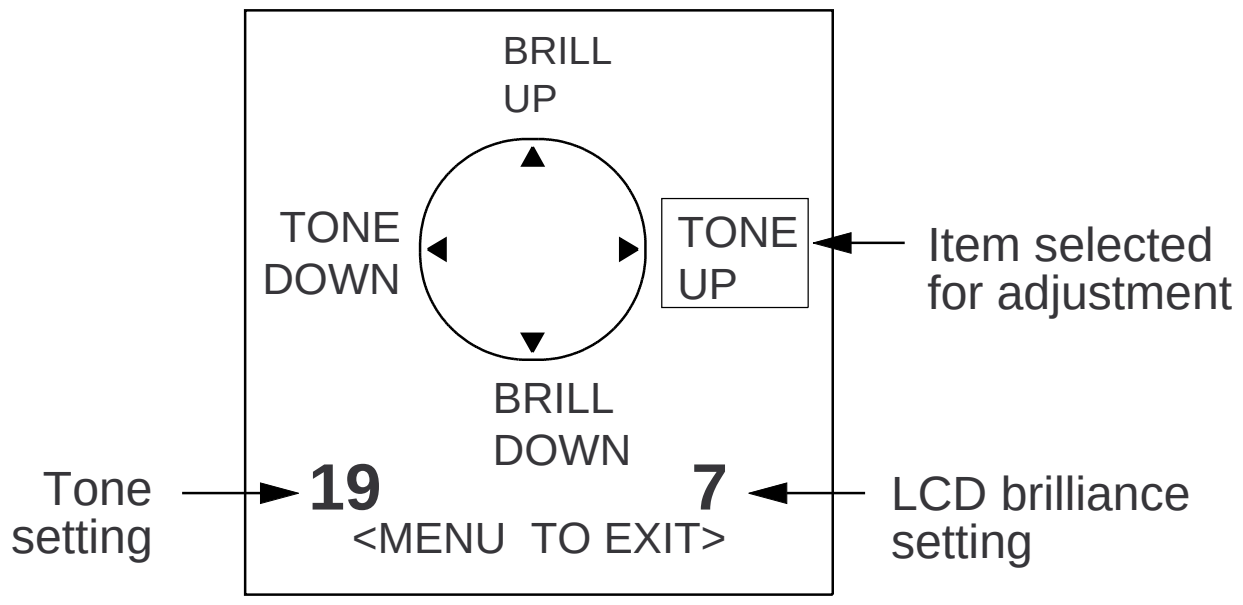

Figure 1-3 Display for adjustment of brilliance and tone
1) Press the [BRILL] key (or [TONE] key). The display shown in Figure 1-3 appears.